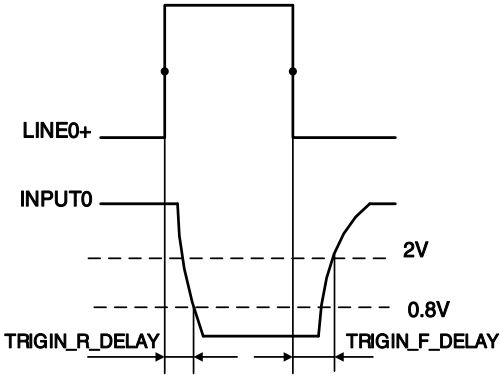

图 7-7 光耦隔离输入电路参数
- 上升沿延时时间：<50μs (0°C ~45°C)，参数说明见图 7-7
- 下降沿延时时间：<50μs (0°C ~45°C)，参数说明见图 7-7